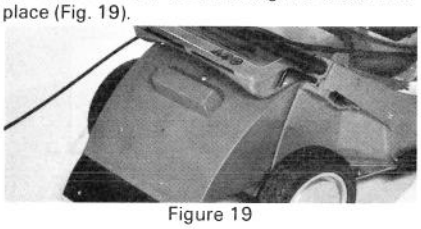

Figure 19
3. Lift chute over and through the handles. Slide the chute into the mower housing and gently lower rear door locking the chute into place (Fig. 19).